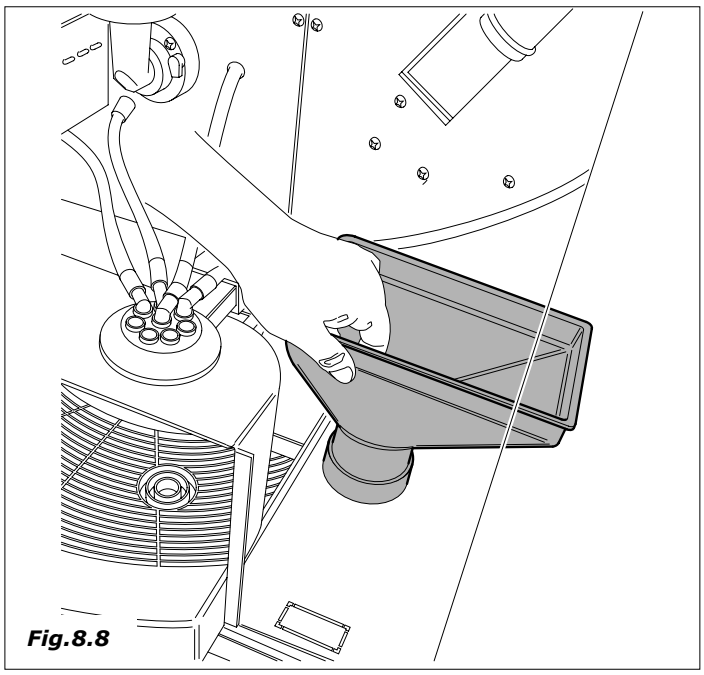

Fig.8.8
- Introduzir no alojamento superior do tubo a guia de recolhimento fundos. (*Fig. 8.8*)